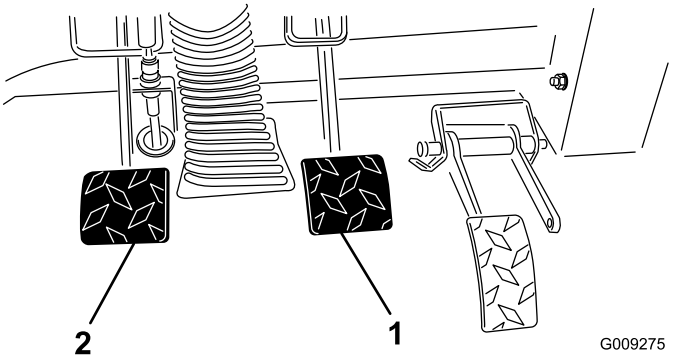

Figur 65
2. Slipp opp bremsepedalen (Figur 65) til den kommer i kontakt med rammen.